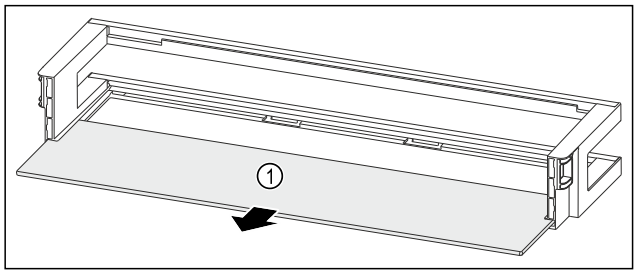

Fig. 132 Door racks with shelf
▶ Remove the shelf *Fig. 132 (1)*.